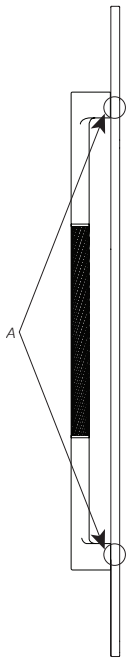

Figure 6 - Cross sectional view
1. Clearance is required for the handle fasteners on the backside of the panel. Flip the panel over to reveal the backside of the panel. Using a 3/4" forstner bit, drill a 1/4" (7 mm) deep counterbore at the top and bottom hole locations as shown in Figure 6 - Detail X.
2. Drill a 5/16" (8.3 mm) hole at the top and bottom locations shown in Figure 6 - Detail X.